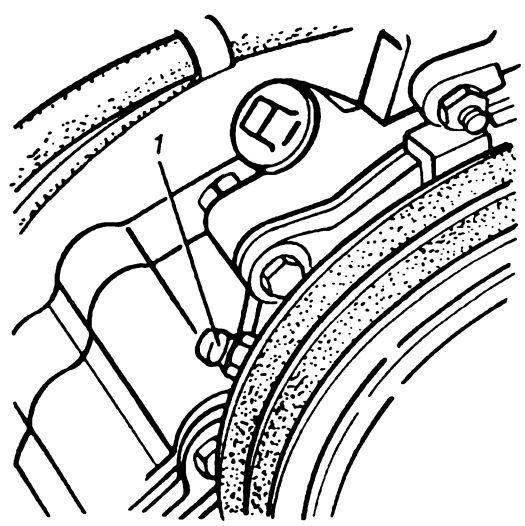

Рис. 3 Смазка подшипников насоса системы охлаждения двигателя
1. **Подшипник водяного насоса** (рис. 3) смазывайте с помощью шприца до тех пор, пока избыток смазки не начнет выходить через контрольное отверстие на корпусе насоса При этом шкив водяного насоса поверните так, чтобы выход смазки был виден через отверстие на боковой части шкива. Избыток смазки удалите. При работе двигателя, в первое время после смазки, разогревшаяся смазка может вытекать через контрольное отверстие. Ее следует удалить, чтобы не испортить ремни.